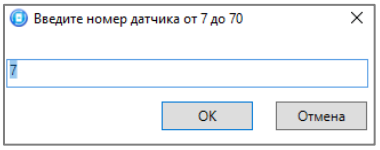

Рисунок 4.33 — Ввод номера радиоустройства
- В открывшемся окне укажите номер радиоустройства из числа еще не занятых в нумерации ШС и радиоустройств (в указанном диапазоне) и нажмите кнопку *ОК* (см. рисунок 4.33).